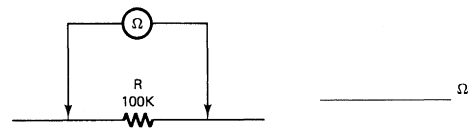

FIGURE 2-1B
7. Adjust the function-select switch to the ×100,000 range. Zero the meter and connect it to a 100 kΩ resistor, as illustrated in Fig. 2-1B. Record the resistance (in ohms) shown by the needle on the ohms scale. The range selected for this measurement is ×100,000, which means that the number to which the needle points will be multiplied by 100,000.